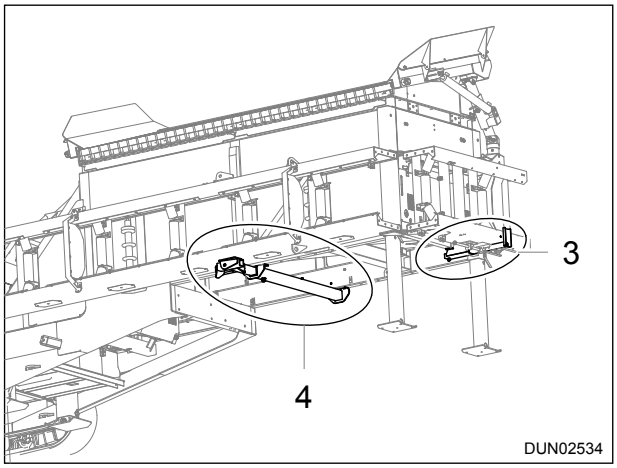

Figure 5.25 - Transport Brackets
17. Using suitable lifting equipment, lift the conveyor and rest the conveyor on the transport bracket (Item 4), Reference: Figure 5.25.